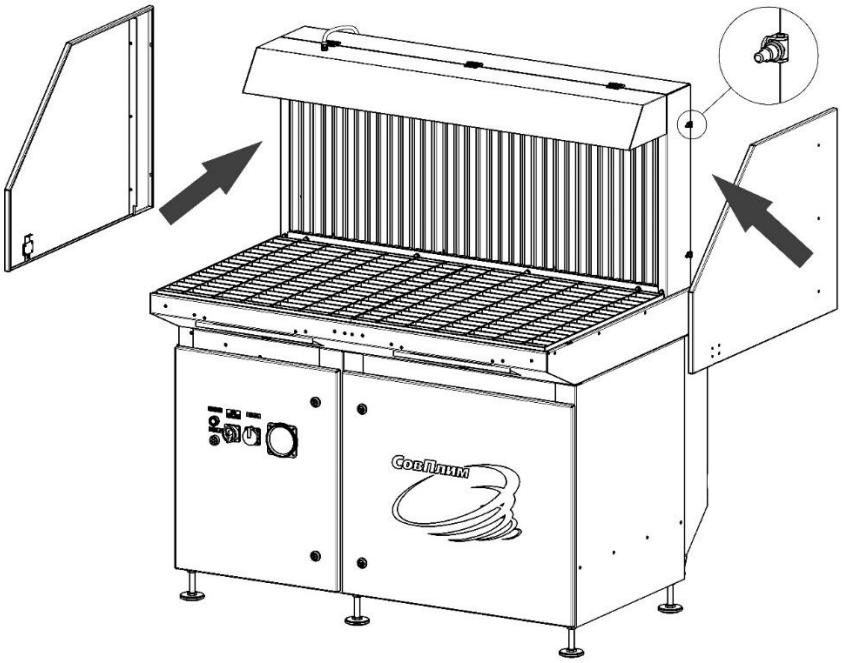

Рисунок 10
5.3.6 Установить на торцевых поверхностях вертикальной вытяжной панели стенки защитного ограждения, совместив отверстия в стенках с поворотными петлями (рисунок 10), закрепить гайками М6 (входят в комплект).